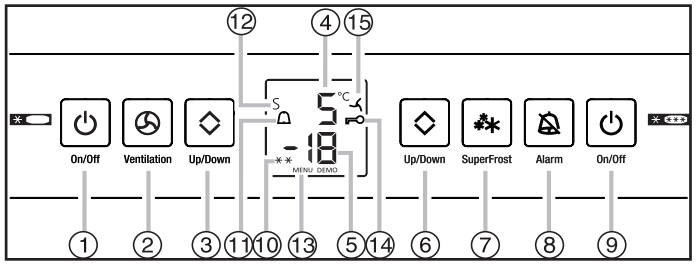

Fig. 11
▶ Press On/Off button for the freezer section Fig. 11 (9) for at least 3s.
▶ Press On/Off button for the fridge section Fig. 11 (1) for at least 3s.